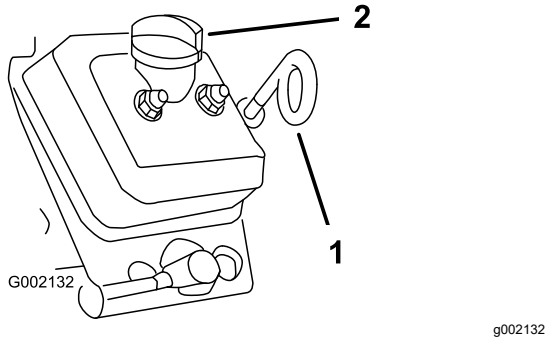

Figuur 20
3. Maak de omgeving van de oliepeilstok en de vuldop (Figuur 20) schoon met een doek zodat er vuil niet in de buis van de peilstok of de vulopening kan vallen en de motor beschadigen.
4. Verwijder de peilstok en veeg het uiteinde schoon (Figuur 20).
5. Schuif de peilstok helemaal in de vulbuis (Figuur 20).
8. Plaats de vuldop terug (Figuur 20).
9. Steek de oliepeilstok helemaal in de opening (Figuur 20).